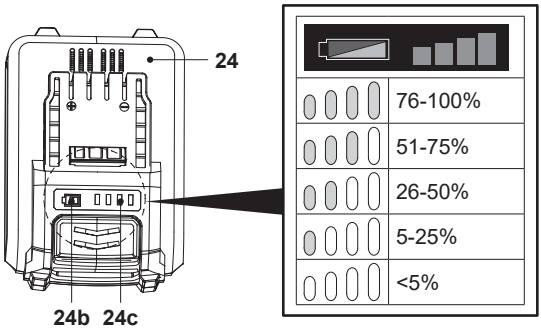

**Fig. 10**
The battery pack (24) is equipped with battery capacity indicators (24c) which are used to give an indication of the battery pack's remaining capacity. Press the battery capacity button (24b) to check battery capacity (Fig. 10). The LEDs will stay lit for approximately 3 seconds.